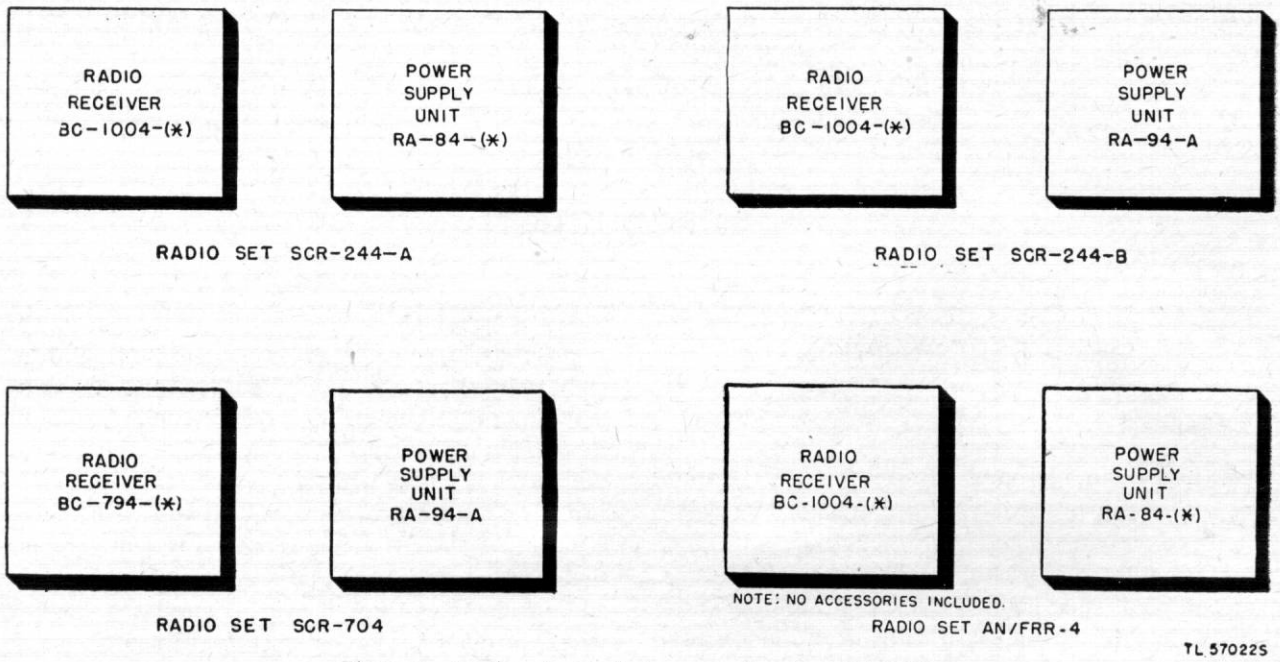

Figure 3. Radio sets, block diagram of main components.
d. The four Radio Sets SCR–244–A, –B, SCR–704, and AN/FRR–4 are merely different combinations of receivers and power supply units plus additional accessories such as headsets, antenna wires, insulators, etc. Figure 3 shows the radio receiver and power supply unit combinations used in the four radio sets. Note that Radio Set AN/FRR–4 consists only of the receiver and power supply unit. No headphones, antenna wires, or other accessories are included.